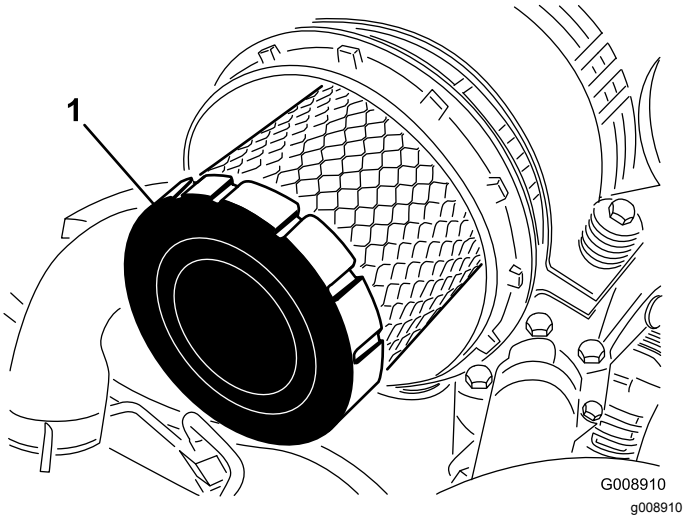

**Figur 97**
4. Ta bort huvudfiltret (Figur 97).